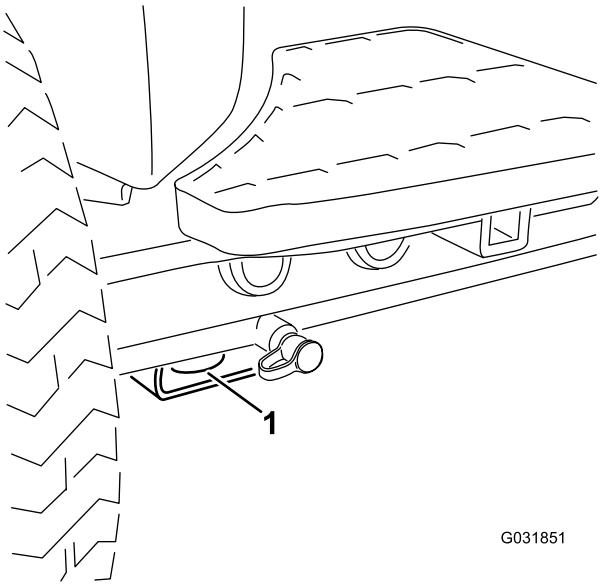

Figur 37
- Fram – hål i det fyrkantiga belägget under axelröret inuti båda framdäcken (Figur 37).